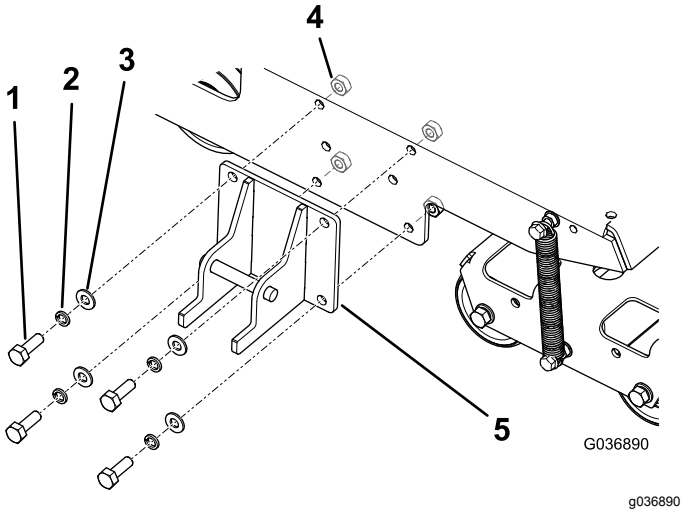

図 4
1. 図 4のように、機体のフレームにロックブラケットを取り付ける。